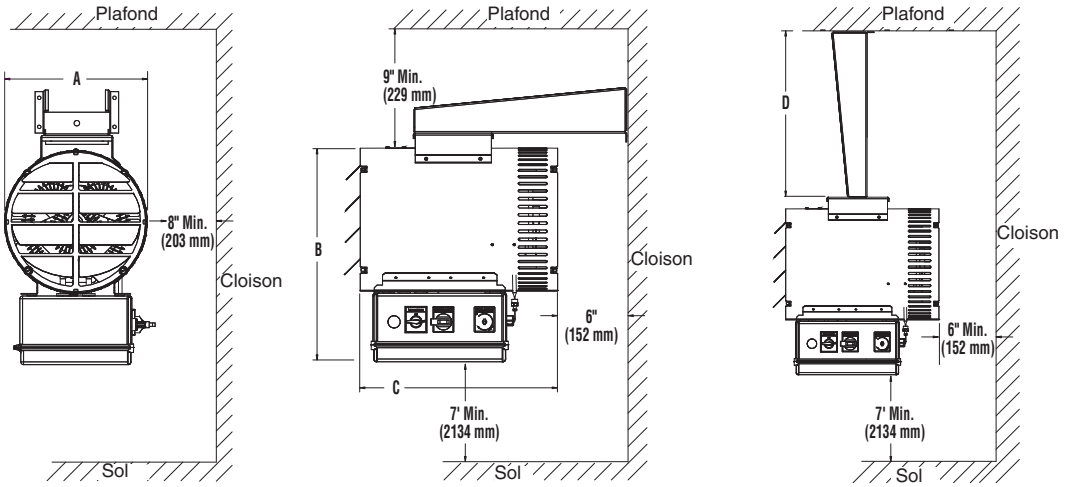

Figure 2
7. Gardez au moins 5' (152,4 cm) d'espacement sur l'avant du radiateur. Référez-vous à la Figure 2 pour les besoins en espacement sur les côtés, en haut et en bas.
B. Pour des hauteurs de plafond de 12 pieds (365,8 cm) ou moins, la hauteur de montage maximale est déterminée par l'utilisation du support de montage offert avec ces radiateurs. L'écartement par rapport au plafond doit être au moins de 9" (22,9 cm). (Voyez la Figure 2).
C. Dans tous les cas la hauteur de montage minimale est de 7 pieds (213,4 cm) du sol au dessous du radiateur. (Voyez la Figure 2).
2. Écartement par rapport à des parois adjacentes (Voyez la Figure 2).